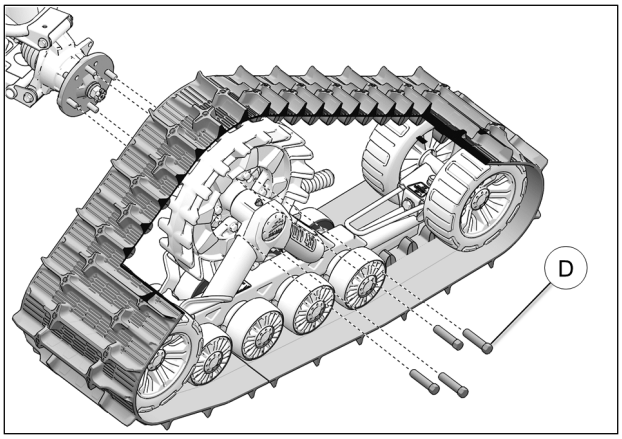

Fig. 10
10. Fixer le système de traction au moyeu de roue arrière. Utiliser les écrous de roue M12 (**D**) fournis. Voir la Fig. 10